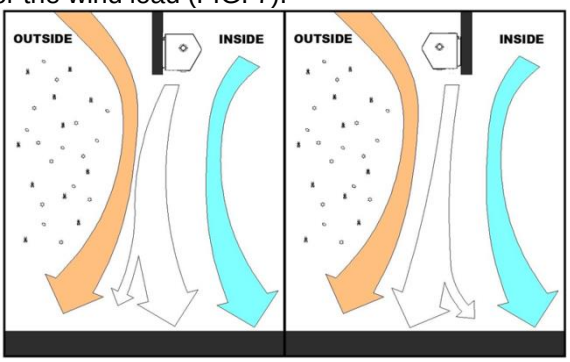

FIG. 7
H. Regardless of whether the product is mounted on the inside or outside of the door opening, set the air directional vanes in the discharge nozzle slightly outward to approximately 10-15° towards the outside, or the wind load (FIG. 7).